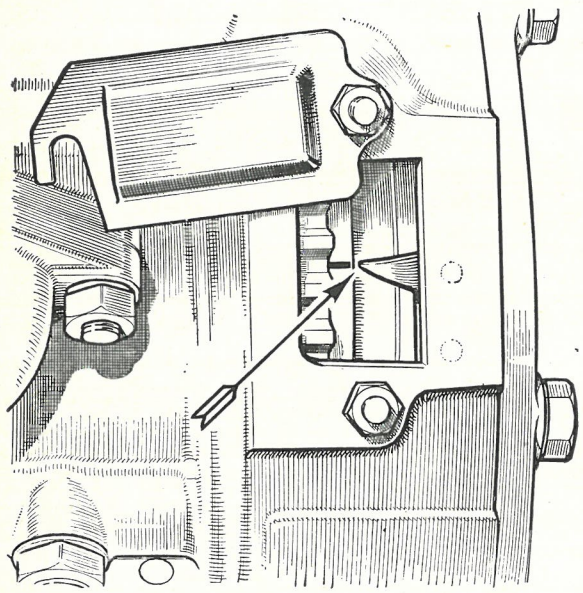

Fig. C.14.
1. Turn the engine until No. 1 piston is at T.D.C. on its compression stroke. This can best be effected by turning the engine and observing the valves. When the valves are "rocking" (i.e. exhaust just closing and inlet just opening) on No. 6 cylinder, No. 1 piston is approximately at T.D.C. on its compression stroke. If the engine is now rotated until the groove in the flywheel is in line with the pointer below the cover on the left-hand side of the flywheel housing, the piston is exactly at T.D.C. (See Fig. C.14.)